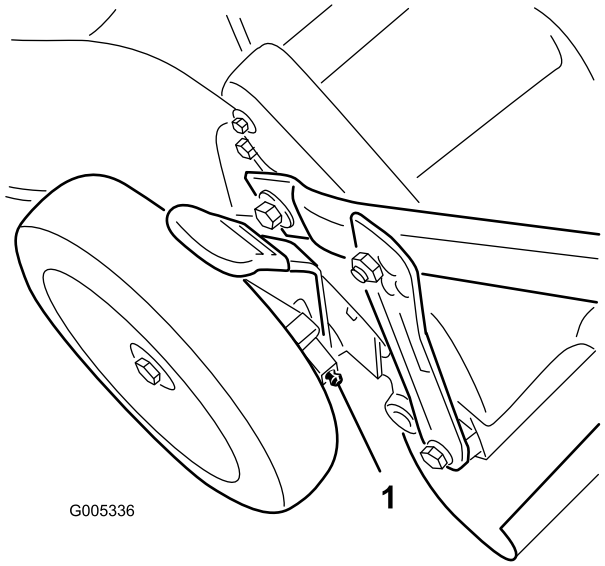

Bild 24
1. Wischen Sie die Schmiernippel innen an den Hinterrädern mit einem sauberen Lappen ab (Bild 24).